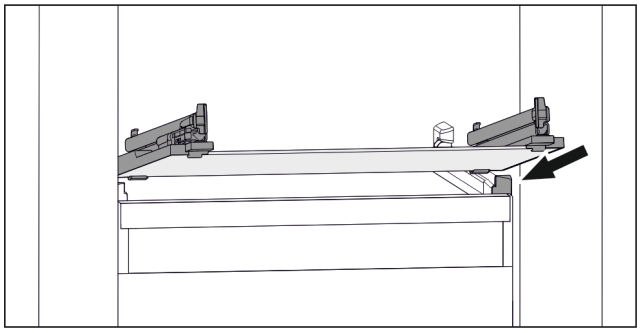

Fig. 110 Beispielhafte Darstellung der Glasplatte
▶ Glasplatte schräg hinter den Stoppern aufsetzen. (siehe Fig. 110)